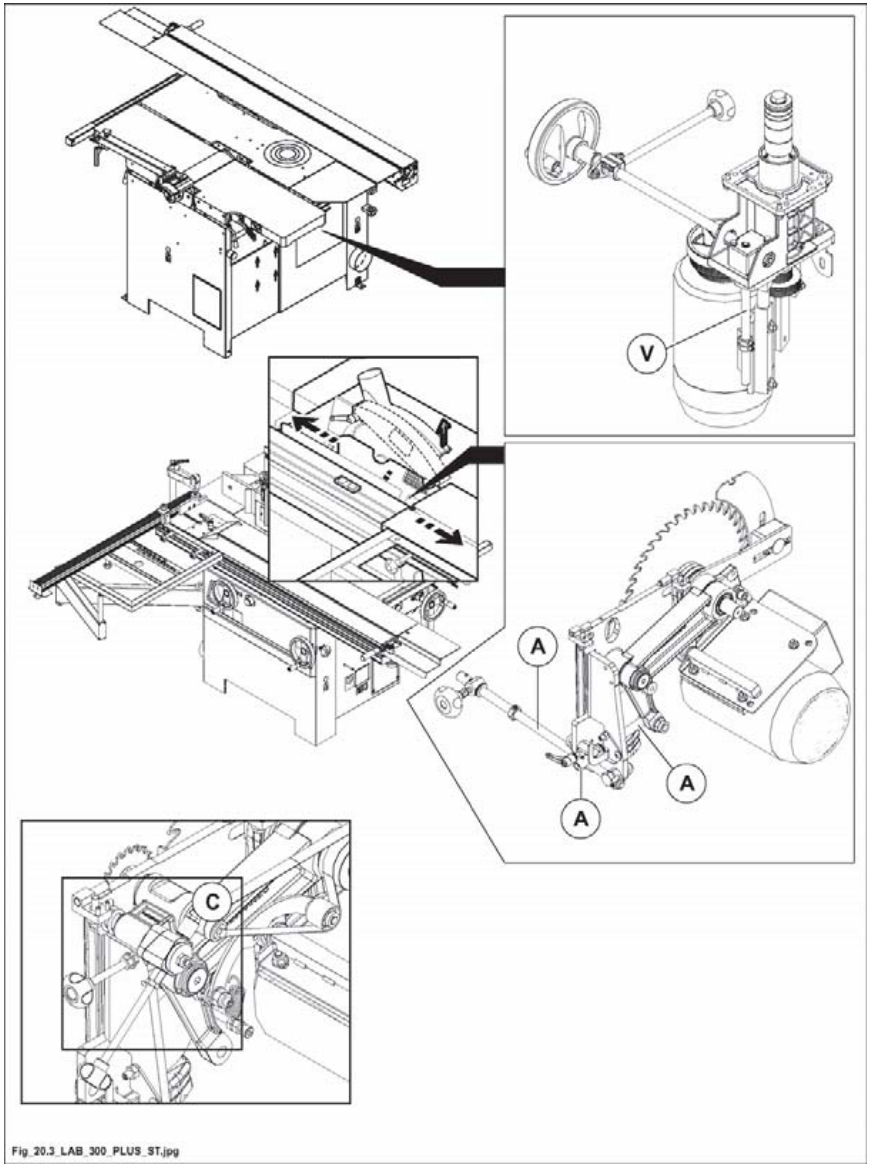

Abb. 20.3
1) Schnecken (A Abb.20.3) zur Höhen- und Schrägverstellung des Sägeblattes.
2) Die Schraube (V Abb. 20.3) zum Heben des Fräsfutters.